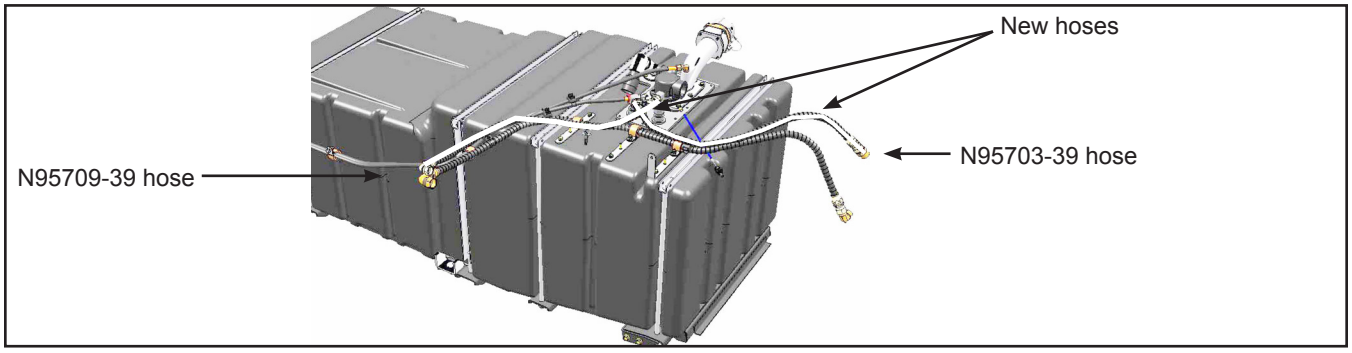

Figure 7 - New Hoses
1.15. Install the new fuel hose N95703-39 onto the new fuel tank. Apply white thread sealer, Loctite 565, or equivalent. to the connectors. See Figure 7.
1.16. Install the new fuel hose N95709-39 onto the new fuel tank. Apply white thread sealer, Loctite 565, or equivalent. to the connectors. See Figure 7.